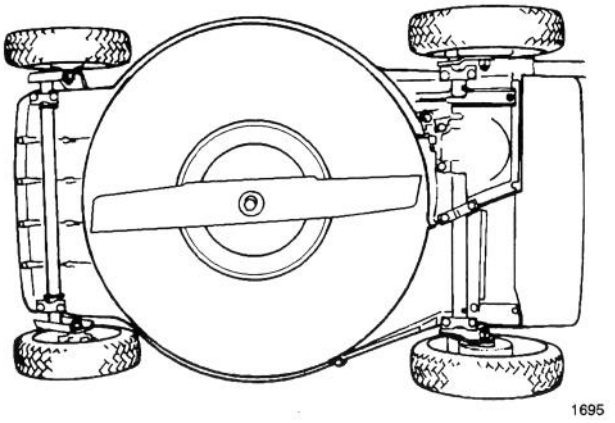

Figure 18
3. Tip mower on its right side (Fig. 18). Avoid rotating the blade because starting problems may result.